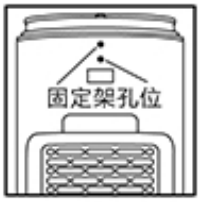
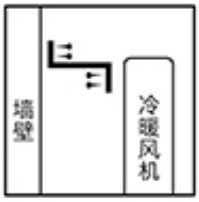

图1
图2
2. 固定式安装方法：取出固定架和螺丝包，再用尺量出固定架上螺丝孔的距离，用电钻在墙上钻两个孔，将两根膨胀螺丝塞入墙内；然后用两颗螺丝将固定架一端先固定在冷暖风机固定架孔位上，最后用两颗螺丝将固定架的另一端固定在墙壁上。（图1）（图2）
1. 本机有二种加水方法：第一种从机体背部下方拉出水箱，使水箱外露 1/3，向水箱中加入清洁的自来水即可；（图1）第二种打开机体顶部上接水盒盖板向上接水盒中慢慢加入清洁的自来水即可，水会从上接水盒中流入机体底部的水箱中。（图2）